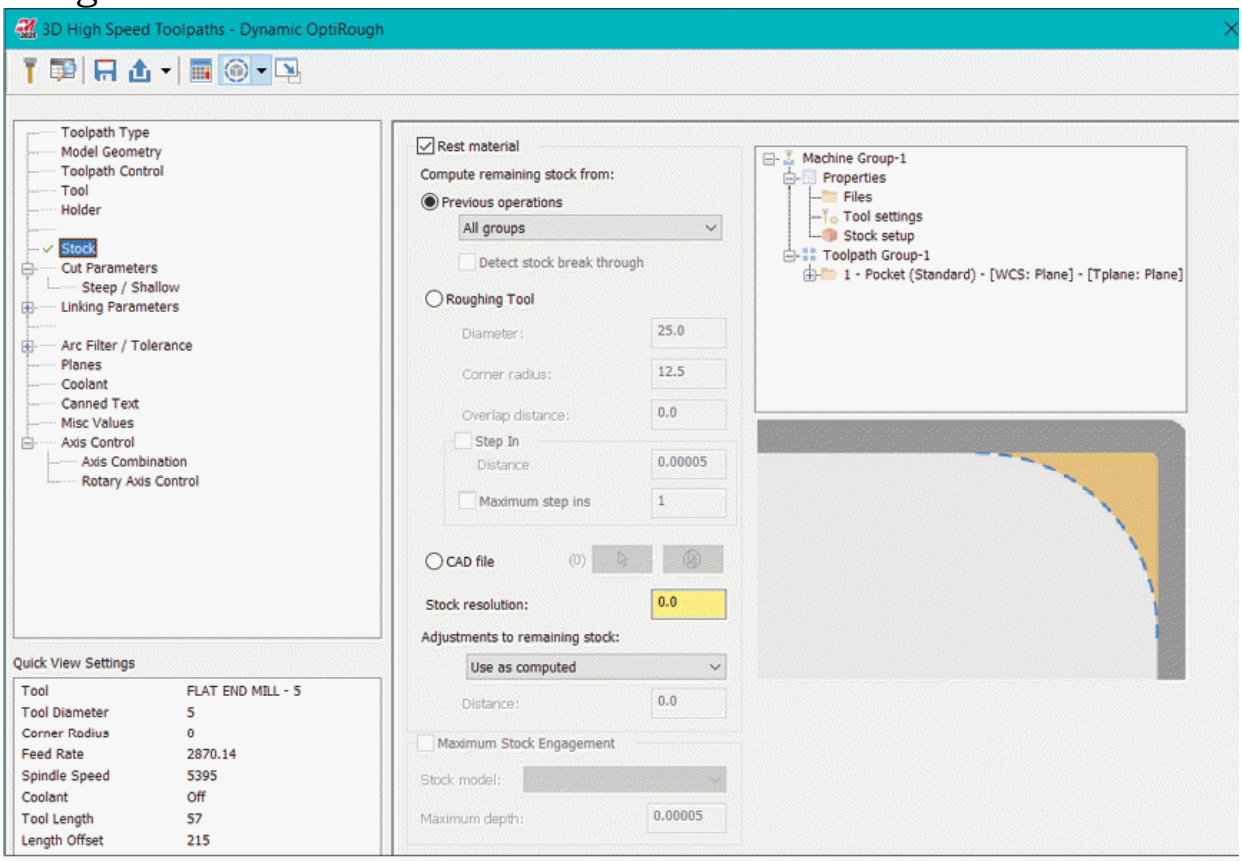

Figure-3. Stock page in the dialog box
- If you want to use the dynamic optirough toolpath to remove material left by other toolpaths then select the **Stock** option from the left area. The options will be displayed as shown in Figure-3.